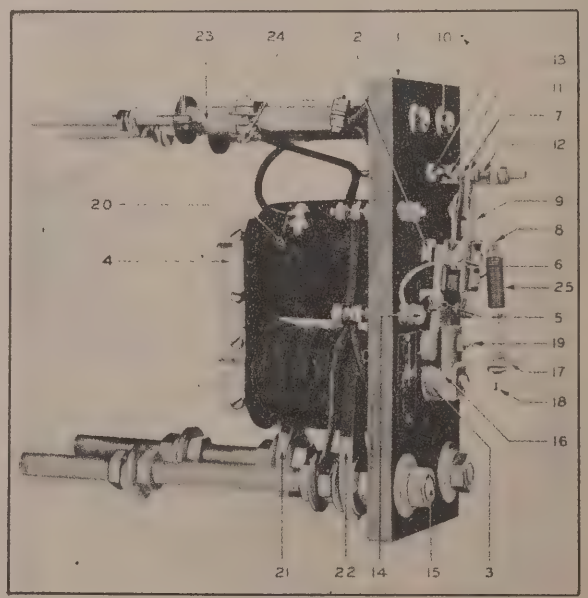
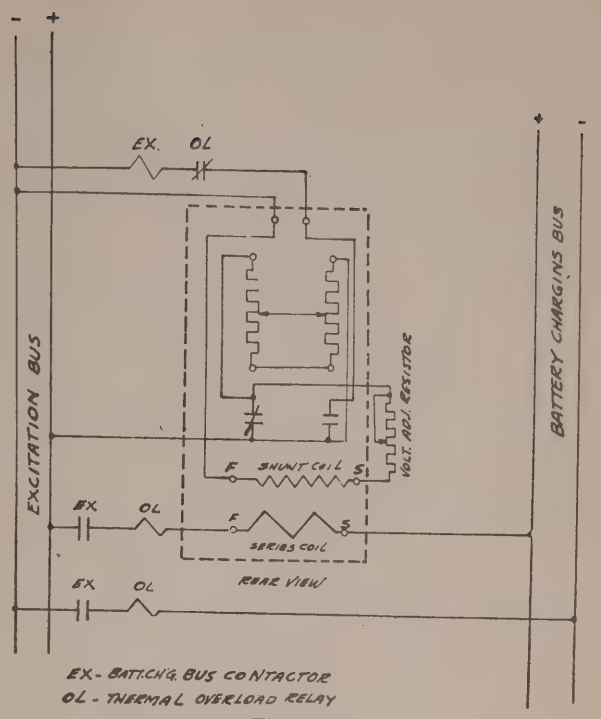

Fig. 22X
Fig. 23X
The type "FS" relay is a simple control device for direct current service using current and voltage coils. Normally when the relay is connected in circuit, as in connection diagram, Fig. 23X, and the current is flowing in the proper direction, the current coil assists the voltage coil in holding the main contacts closed but when current reverses the ampere turns of the current circuit subtract from those of the voltage circuit and the relay contacts open at a predetermined value due to spring (25) causing opening of the power circuit. (Fig. 22X.)
Referring to Fig. 22X and connection diagram Fig. 23X the current and voltage coils are wound on a common magnetic circuit 2-3-4-5. The current circuit terminates at the two large studs (15) at the bottom and the voltage circuit terminates between one of the panel terminals and one of the smaller studs (10) at the top. The other top stud is a terminal for the control circuit. The two adjustable resistors (23) and (24) are in the voltage coil circuit. An additional voltage adjusting resistor for the voltage coil is mounted externally.
By connection diagram Fig. 23X, when the relay is in the de-energized position, the voltage circuit is